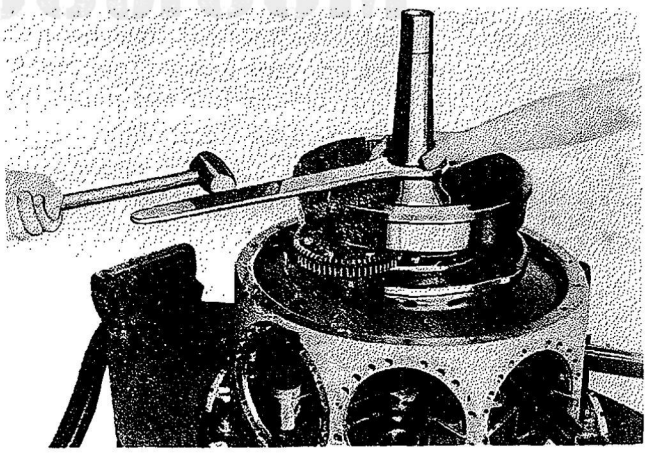

Figure 96—Loosening Reduction Drive Gear Nut
a. Remove the lock screw from the reduction driving gear or coupling nut. Install the reduction driving gear nut box wrench (Tool No. 82670) over the crankshaft extension and on the nut. To prevent the crankshaft from turning while removing the nut, insert a fiber drift rod 1 3/16 in. in dia. and 8 in. long in the piston pin bushing in the master rod. Turn the crankshaft in an anticlockwise direction, viewed from the front, until the fiber rod rests against the crankcase at the cylinder pad location. Loosen the reduction driving gear or coupling nut by striking heavily on the end of the wrench using a lead hammer. Refer to Figure 96.